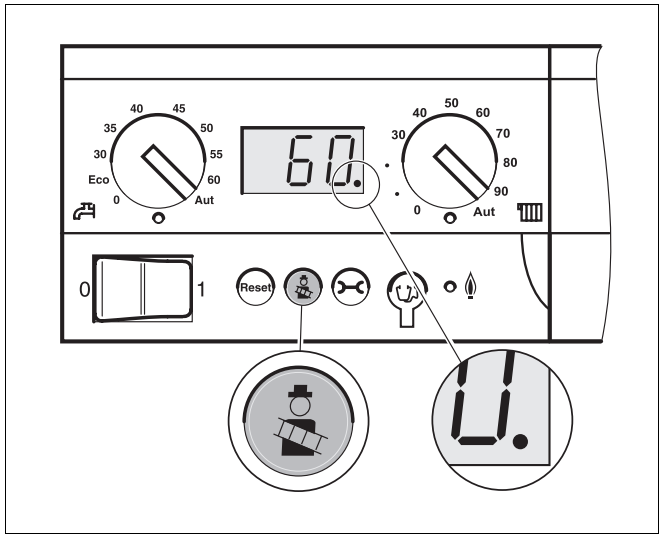

Afb. 20 Basiscontroller Logamatic BC10
- Roep de rookgastest op de basiscontroller Logamatic BC10 op, druk daarvoor de toets "rookgastest" zolang in tot de decimaalpunt in de statusindicatie verschijnt (afb. 20). De brander start.